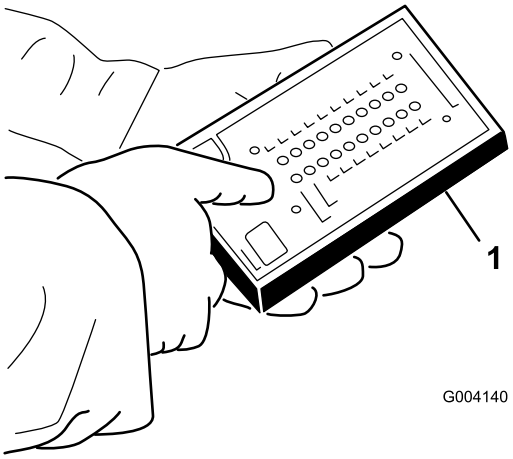

Figur 19
4. Slut ACE-fejlfindingsdisplayets stik til fejlfindingsstikket (Figur 19).